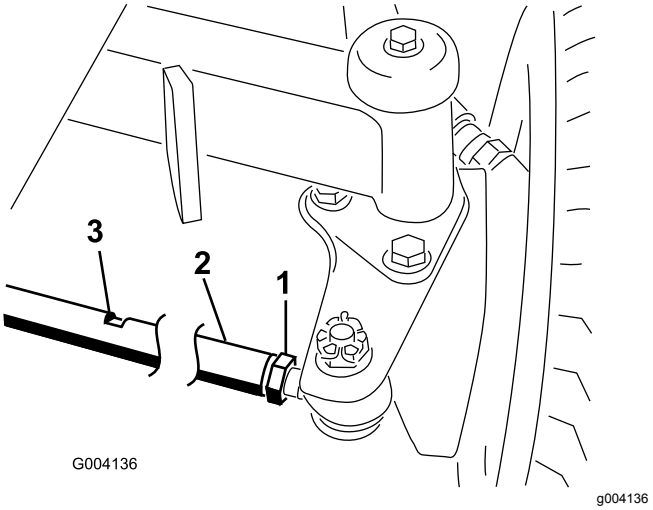

**Figur 61**
2. Lossa kontramuttern i båda ändar av dragstången (Figur 61).